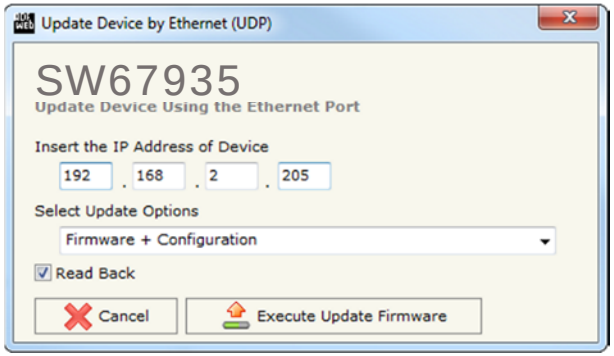

Abb. 13: Geräteupdate HD67935-X-B2
- Wählen Sie aus, welche Operationen Sie durchführen wollen (Abb. 13).